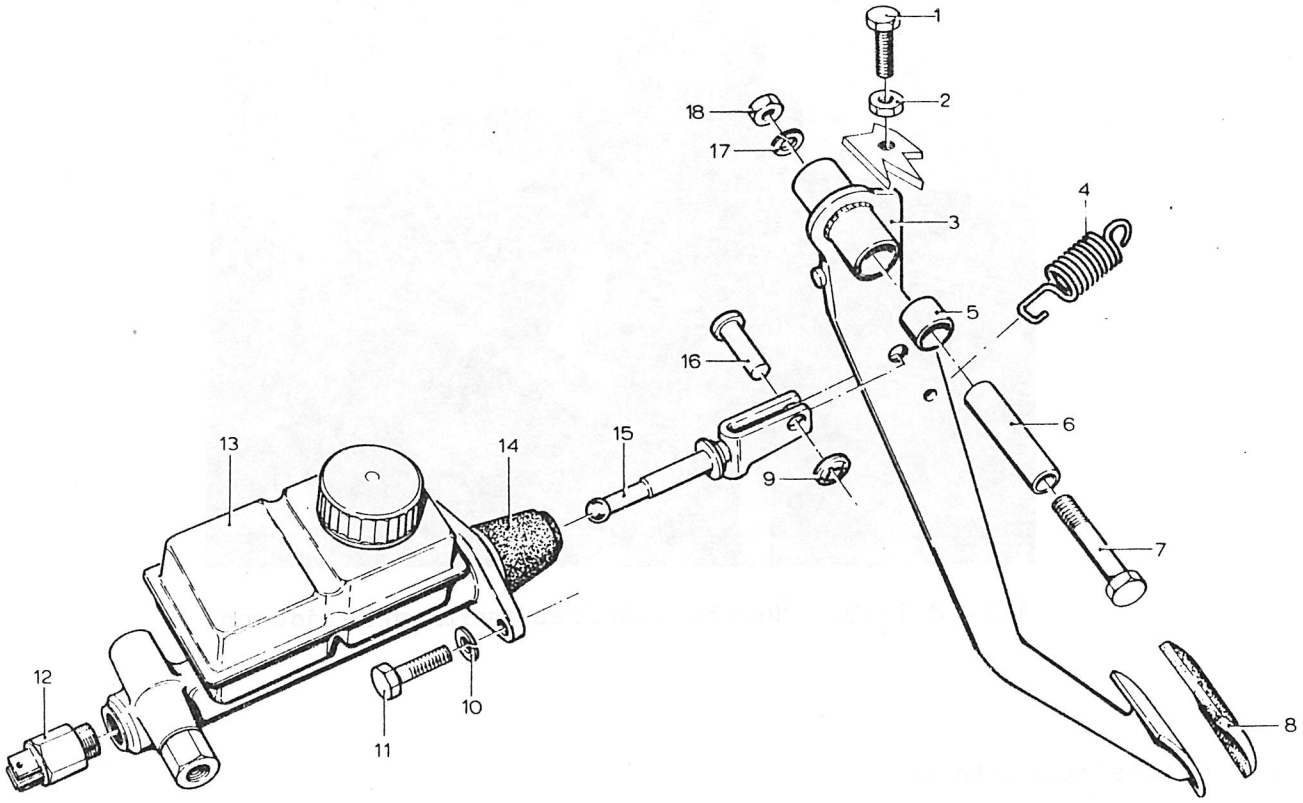
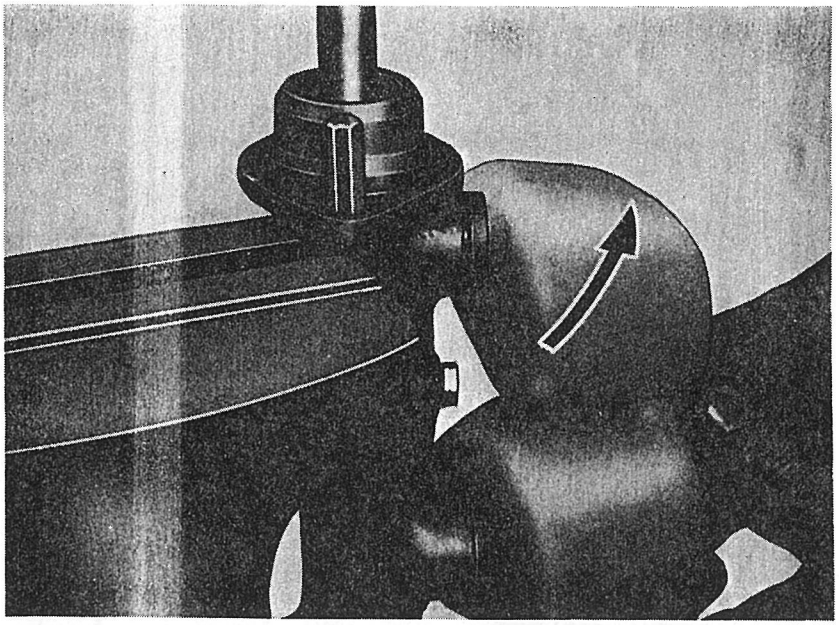

Afb. 2.11.2. Voetrempedaal met hoofdremcilinder
Afb. 2.11.3. Remvloeistofreservoir verwijderen
a. Verwijderen van het rempedaal (afb. 2.11.2.)
(1) Verwijder de borgplaat (9) en neem de koppen (16) uit, waarmee het rempedaal (3) aan de drukstang (15) is bevestigd.
(2) Haak de trekveer (4) los.
(3) Open de motorkap.
(4) Verwijder de moer (18), veerring (17) en bout (7).
(5) Verwijder het rempedaal (3) uit het voertuig.
(6) Verwijder eventueel de afstandspijp (6) en de lagerbus (5).
b. Aanbrengen van het rempedaal (afb. 2.11.2.)
(1) Breng indien verwijderd, de lagerbus (5) en de afstandspijp (6) aan. Smeer in met (Grease MD nr 2) voor montage.
(2) Plaats het rempedaal op de juiste wijze in het voertuig en zet vast met de bout (7), veerring (17) en moer (18).
(3) Haak de trekveer (4) aan het rempedaal (3).
(4) Bevestig het rempedaal aan de drukstang (15) met de koppen (16) en de borgplaat (9).
(5) Sluit de motorkap.
e. Afstellen van de vrije slag van het rempedaal (afb. 2.11.2.)
(1) Draai de borgmoer (2) los.
(2) Door de stelbout (1) in te draaien wordt de vrije slag van het rempedaal kleiner; de vrije slag moet ca. 5 mm bedragen.
(3) Draai de borgmoer (2) vast.
a. Verwijderen (afb. 2.11.2.)
(1) Verwijder de borgplaat (9) en neem de koppen (16) uit waarmee het rempedaal (3) aan de drukstang (15) is bevestigd.
(2) Open de motorkap.
(3) Neem de elektrische aansluitingen op de stoplichtschakelaar (12).
(4) Neem de remleidingen en dicht de openingen af.
(5) Los de twee bouten (11) waarmee de hoofdremcilinder (13) bevestigd is en verwijder de hoofdremcilinder.
(6) Giet het remvloeistofreservoir leeg.
(7) Plaatst de hoofdremcilinder in de bankschroef en verwijder het remvloeistofreservoir door deze te kantelen (zie afb. 2.11.3.).
(8) Verwijder de stoplichtschakelaar (12).
(9) Verwijder de stofhoes (14) met drukstang (15).
b. Aanbrengen (afb. 2.11.2.)
(1) Breng de stoplichtschakelaar (12) aan.
(2) Breng het remvloeistofreservoir aan.